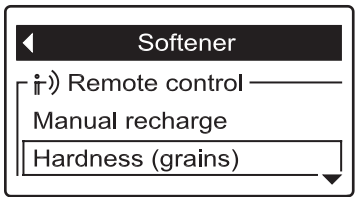

FIG. 109
3. Press the DOWN (▾) button to scroll through the menu options until **Hardness** is highlighted in a box (See Figure 109).